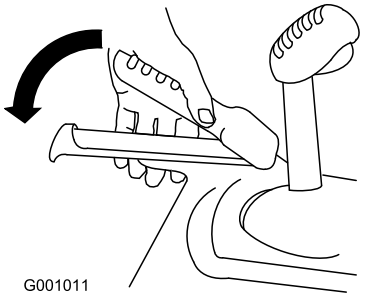

Figur 32
1. Pressa ned det vänstra reglaget (drivningsreglaget) till handtaget för att koppla in hjuldrivningen (Figur 32).